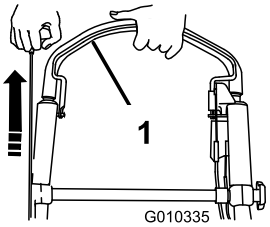

Figur 24
3. Håll knivstyrstången mot handtaget och dra i startsnöret (Figur 24).